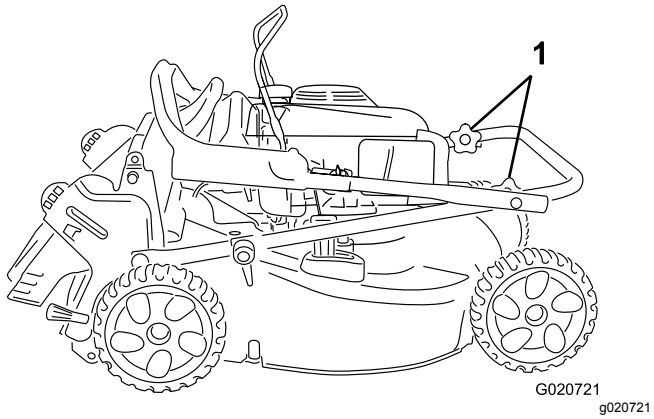

Figuur 20
3. Draai het bovenste deel van de handgreep terug naar de motor; zie Figuur 20.